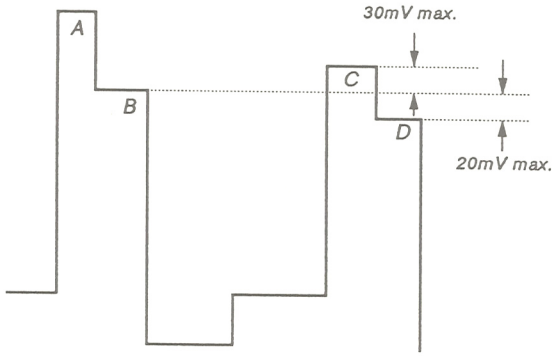

Fig. 10
5. Using [R-Y LEVEL COMPONENT], adjust so that the tops of the waveform line up as in the diagram below. (Fig. 10)